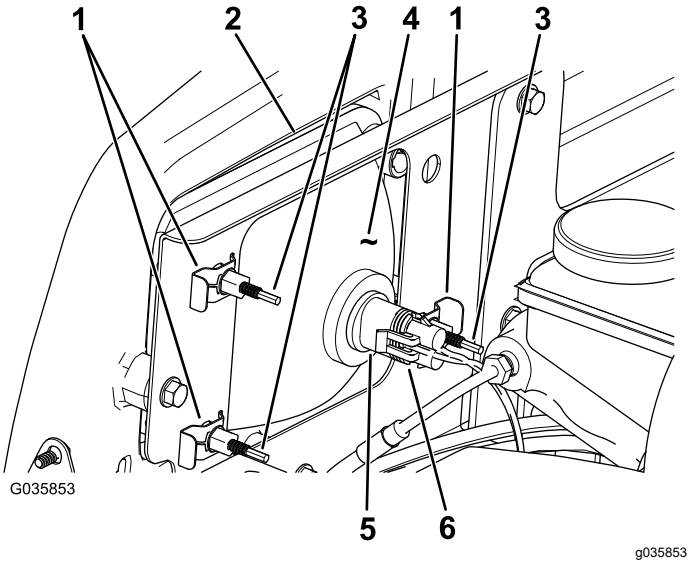

**Figuur 41**
3. Koppel de elektrische aansluiting voor de kabelboom los van de aansluiting van de lamp (Figuur 41).
4. Verwijder de snelklemmen waarmee de koplamp aan de koplampbeugel is bevestigd (Figuur 41).
5. Verwijder de koplamp door deze naar voren door de opening in de voorbumper te trekken (Figuur 41).
6. Monteer de nieuwe koplamp via de opening in de bumper (Figuur 41).
8. Koppel de elektrische aansluiting voor de kabelboom aan op de aansluiting van de lamp (Figuur 41).
2. Draai achteraan de koplamp de stelschroeven (Figuur 41) om de koplamp te draaien en de straal te richten.